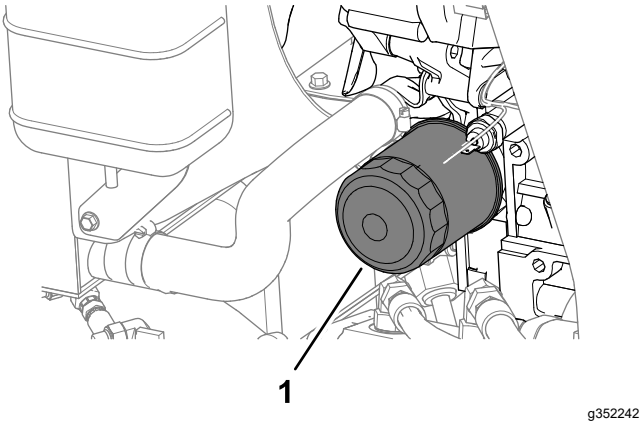

Figuur 66
4. Verwijder het oliefilter (Figuur 66).